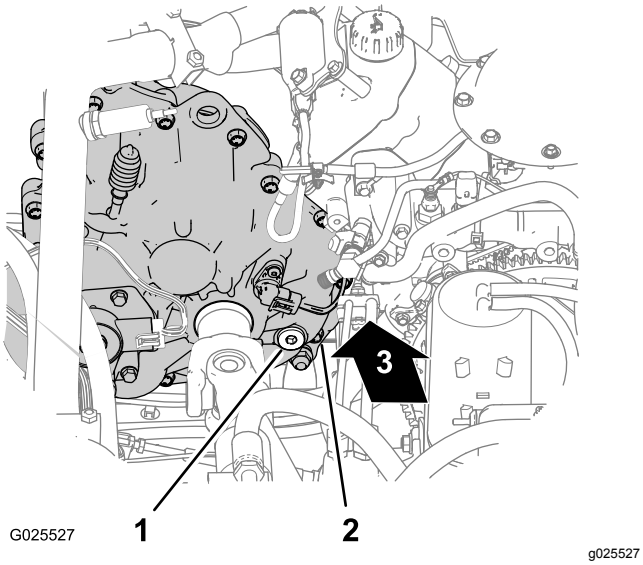
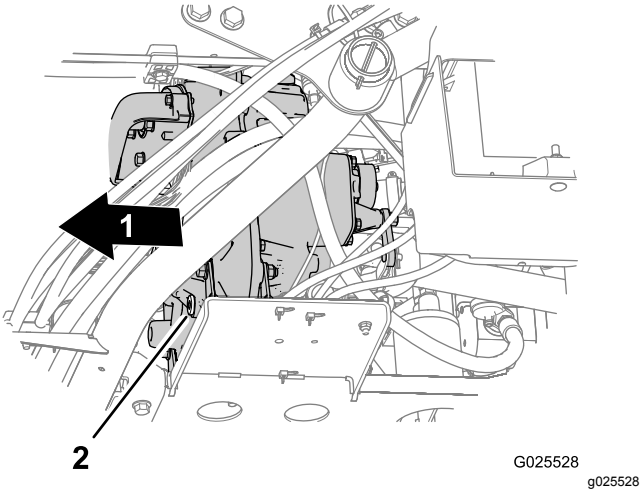

Figur 58
Figur 59
2. Find påfyldningsproppen i det bageste indvendige område på transmissionskassen, og find aftapningsproppen på den forreste udvendige side af transmissionen (Figur 58 og Figur 59).
3. Fjern påfyldningsproppen fra påfyldningshullet ved at dreje proppen mod uret og fjerne den fra transmissionen (Figur 58).
4. Placer en dræningsbakke under aftapningsproppen (Figur 59).
5. Fjern aftapningsproppen fra drænåbningen ved at dreje proppen mod uret og fjerne den fra transmissionen (Figur 59).
6. Monter aftapningsproppen (Figur 59).
7. Fyld 700 ml Dexron VI-transmissionsvæske i transmissionen gennem påfyldningshullet (Figur 58).
8. Skru påfyldningsproppen på (Figur 58).